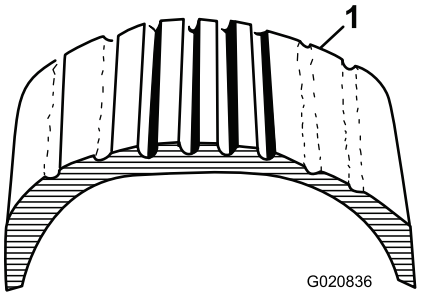
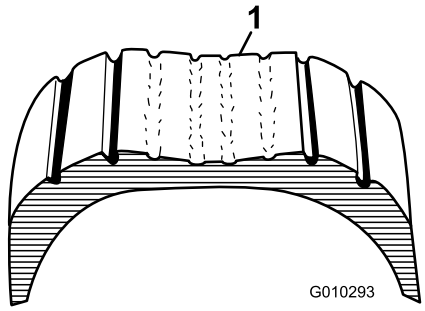

Figura 16
Figura 17
1. Inspeccione visualmente los neumáticos en busca de daños y desgaste (Figura 16 y Figura 17).